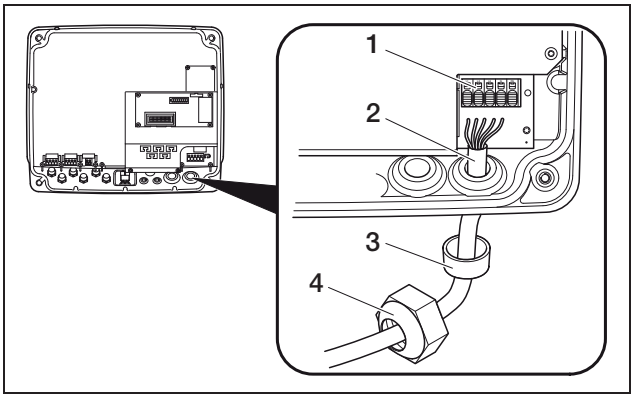

Abbildung 12: *Netzzuleitung verlegen*
- Fädeln Sie erst die abgeschraubte Überwurfmutter (*4* in Abbildung 12) und dann den Dichtring (*3* in Abbildung 12) auf die Netzzuleitung.